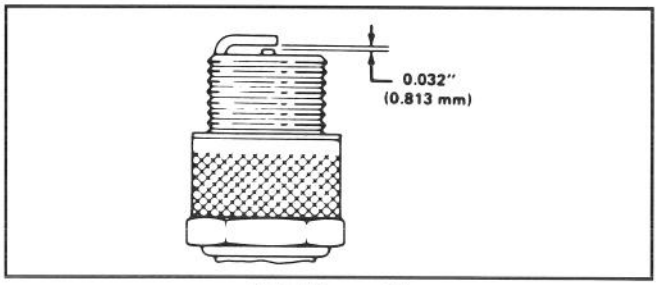

Abbildung 15
3. Den Luftspalt auf 0,8 mm einstellen (Abb. 15). Die auf den korrekten Abstand eingestellte Zündkerze mit einer Dichtungsscheibe versehen und auf 20 N·m anziehen.